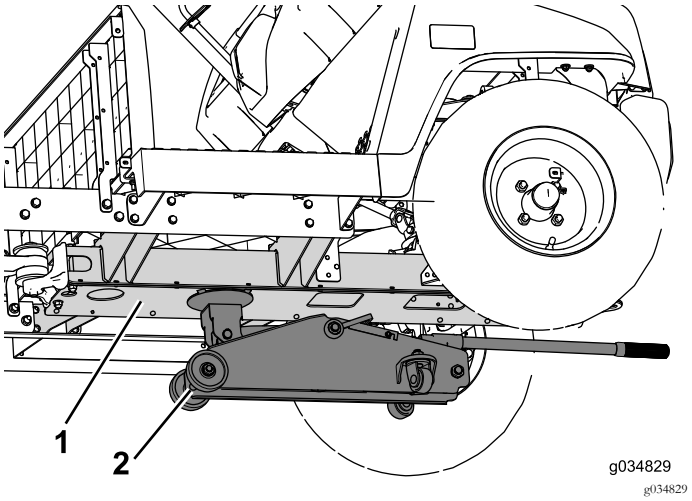

Figur 15
1. Brug en donkraft under midterkanalen til at understøtte maskinens forende (Figur 15).